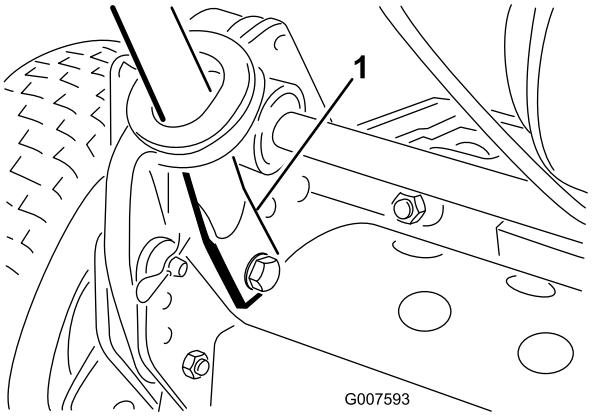

Figur 3
5. Kläm ihop handtagens ändar inåt och montera dem på fäststiften (Figur 3).
6. Sätt fast handtagsändarna på fäststiften med de bultar, brickor och låsbrickor som du tog bort tidigare (Figur 3).
7. Sätt fast styrarmarnas nedre delar på båda sidorna av klipparen med de bultar och låsmuttrar som du tog bort tidigare (Figur 3). Se till att du monterar styrarmens bussningar i monteringshålen.
8. Fäst styrarmarna bakpå ramen med de hårnålssprintar och ringbultar som tidigare avlägsnades (Figur 3).